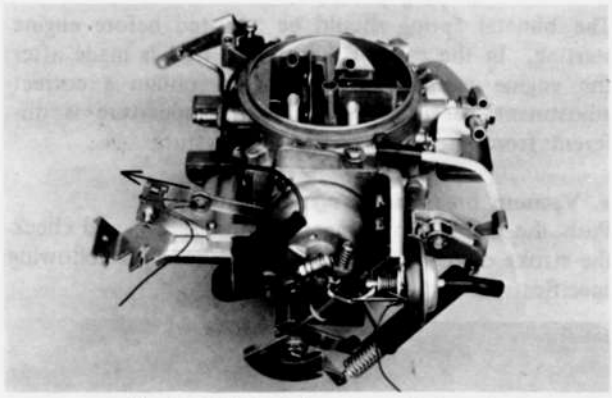

Fig. 4–12 Bimetal spring adjustment
2. Push the vacuum break diaphragm plunger in fully and keep its position by wire as shown in Fig. 4–12.